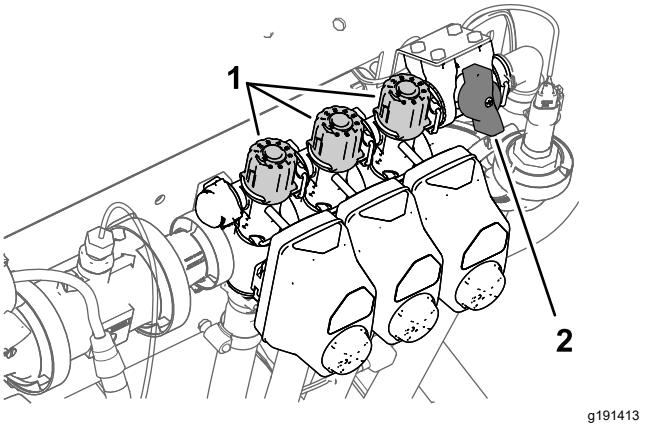

図 27
2. 左ブームをOFF にし、ブームバイパスノブ 図 27 を使って、先ほどと同じ水圧表で求めた水圧に調整する。
4. 右ブームのブームバイパスノブ 図 27 を使って、先ほどと同じ水圧表で求めた水圧に調整する。
6. 中央ブームのブームバイパスノブ 図 27 を使って、先ほどと同じ水圧表で求めた水圧に調整する。